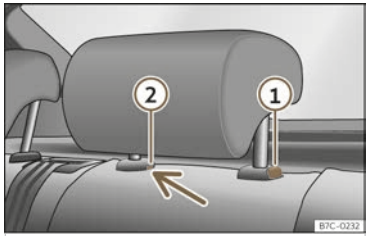

Fig. 103 Rear headrest: removal.
- Press button ››› Fig. 103 ①, while simultaneously pressing on the safety hole ② with a flat screwdriver a maximum of 5 mm wide, and remove the headrest.